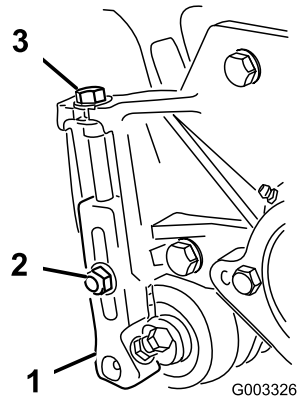

Figur 14
1. Lossa de låsmuttrar som fäster klipphöjdsarmarna till klippenhetens sidoplåtar (Figur 14).